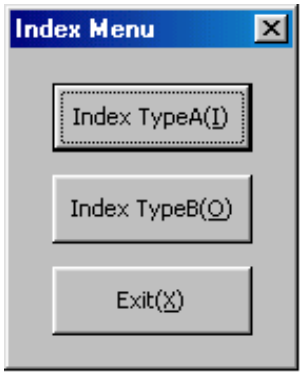

Figure 7.38 “Index Menu” dialog box
Click *“Index Comp (N)”* under “MainMenu” to display the “Index Menu” dialog box (Figure 7.38).